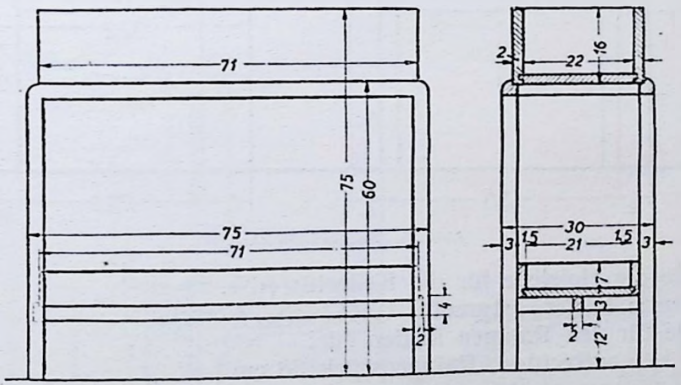

Abb. 57. Blumenkrippe.
1. Stelle die Holzliste für 1 Blumenkrippe nach Abb. 57 auf und errechne den Holzverbrauch! Kiefer, 15% Verschnitt.